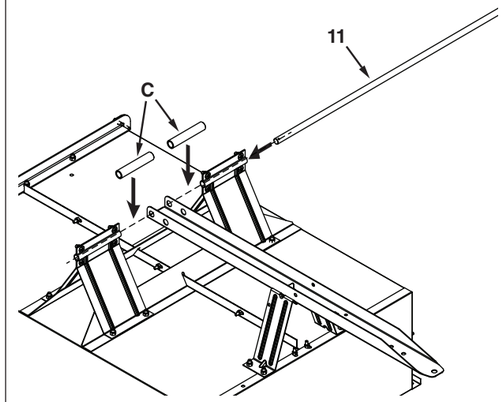

Figure 14
STEP 14 (SEE FIGURE 14): Install the axle (11) through the wheel support, a spacer (C), the rear hole in the draw bar tongue (15), a spacer (C), and the wheel support as shown in figure 14.